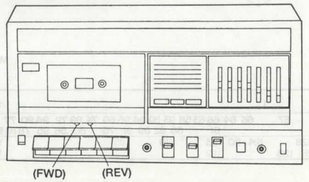

Fig. 1
• To adjustment the azimuth, insert a test tape and play it back in both the forward and reverse direction. During playback in each direction, adjust the respective location indicated by the arrows in the Fig. 1 using a small regular screwdriver.